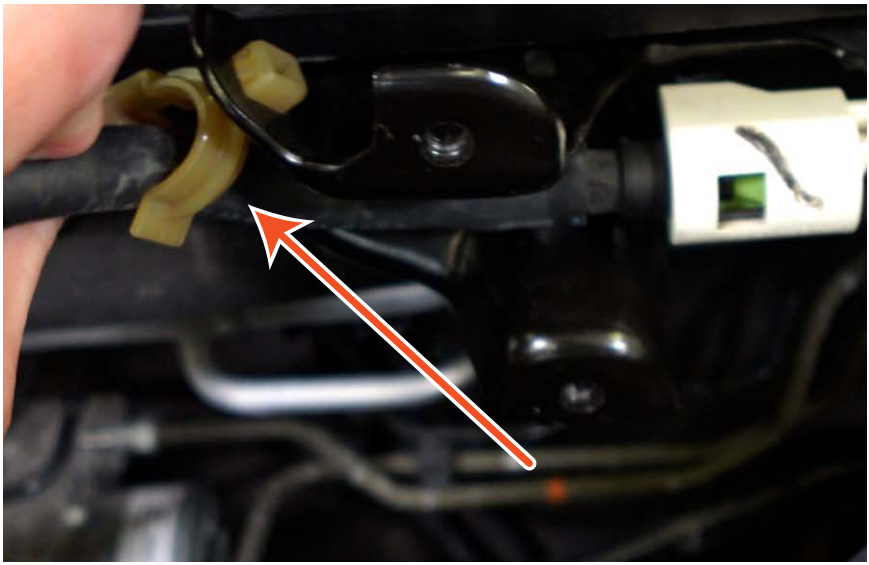
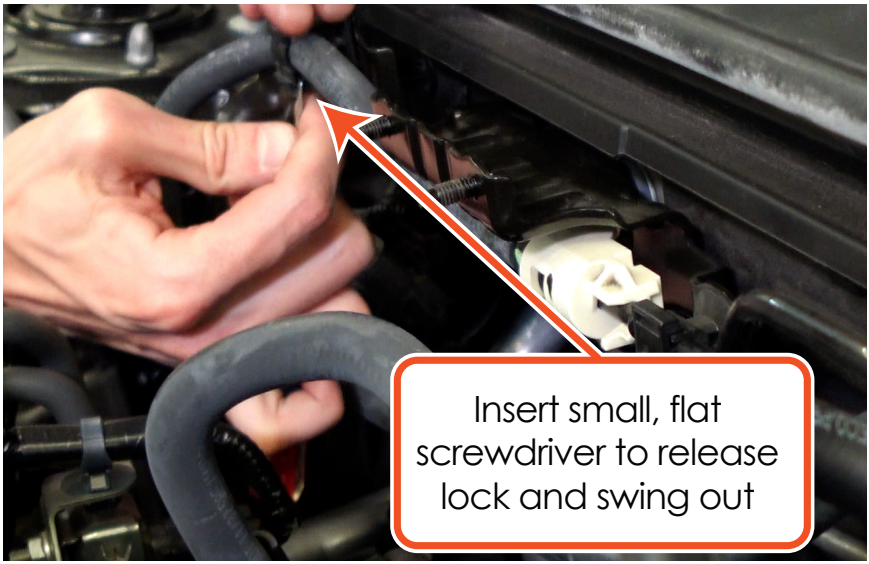
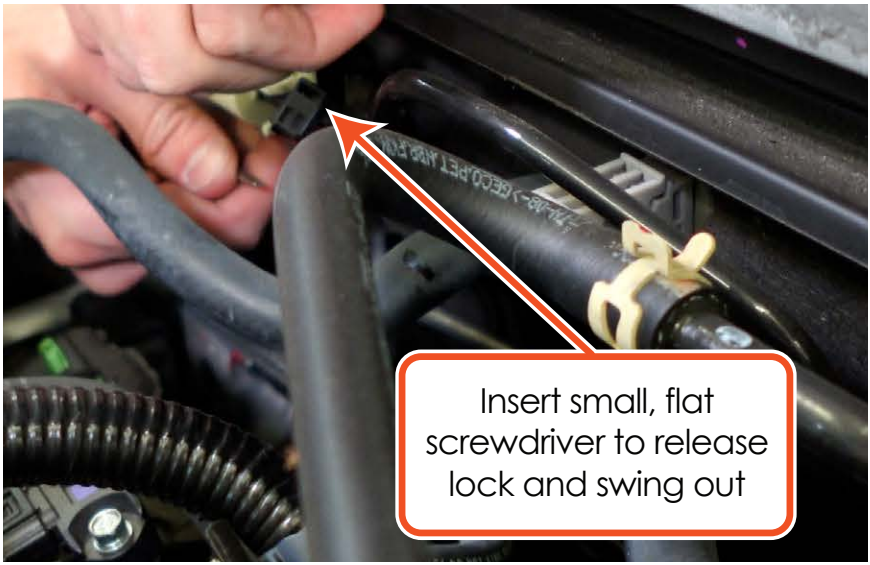

Figure 4 - 10th Generation Fuel Line Clip
Figure 5 - 10th Generation Fuel Line Clip
Figure 6 - 10th & 11th Generation Fuel Line Clip
a. 10th generation cars should refer to **Figure 4** and **Figure 6**.
b. 11th generation cars should refer to **Figure 5** and **Figure 6**.